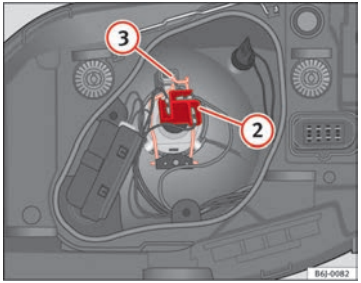

Fig. 157 Dipped beam/ main beam, single headlight
– Remove connector ⇒ Fig. 157 (2) from the bulb.
– Unclip the retainer spring ⇒ Fig. 157 (3) pressing inwards to the right.